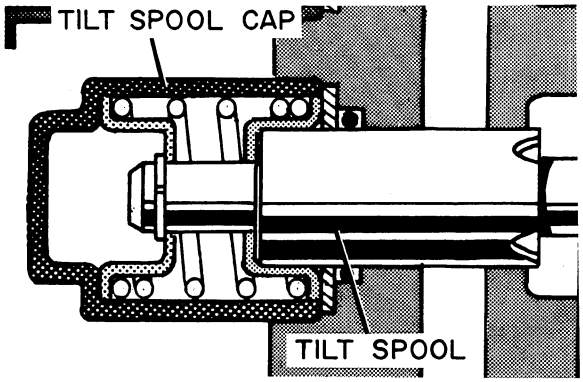

Figure DD-26
2. Insert either the Tilt Spool Assembly or Auxiliary Spool into the body and install the Spool Cap as shown in Figure DD-26. Tighten the spool Cap until it bottoms.